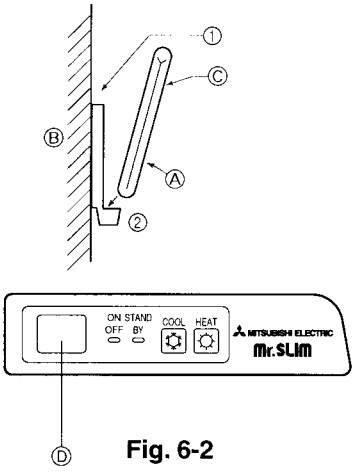

Fig. 6-2
2) Installation method (Fig. 6-2)
① Attach the remote controller holder to the desired location using two tapping screws.
② Place the lower end of the controller into the holder.